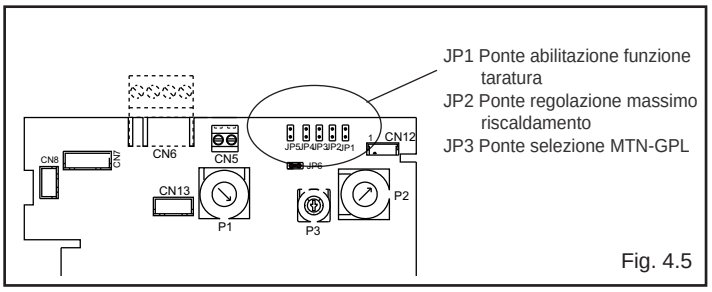

Fig. 4.5
⚠ La funzione "regolazione elettrica" viene attivata e disattivata esclusivamente dal jumper (JP1) (fig. 4.5).
- inserire il jumper JP1 (fig. 4.5) per abilitare le manopole poste sul pannello di comando alle funzioni di regolazioni del minimo e del massimo riscaldamento.
- inserire il jumper JP2 (fig. 4.5)
- sulla scheda di controllo (fig. 4.5):